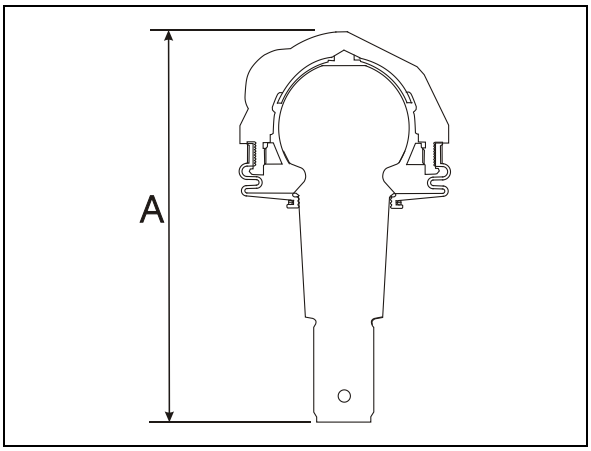

**FIGURE 32: UPPER A-ARM BALL JOINT** 16116
2. Using a caliper, measure dimension “A” on Figure 32.